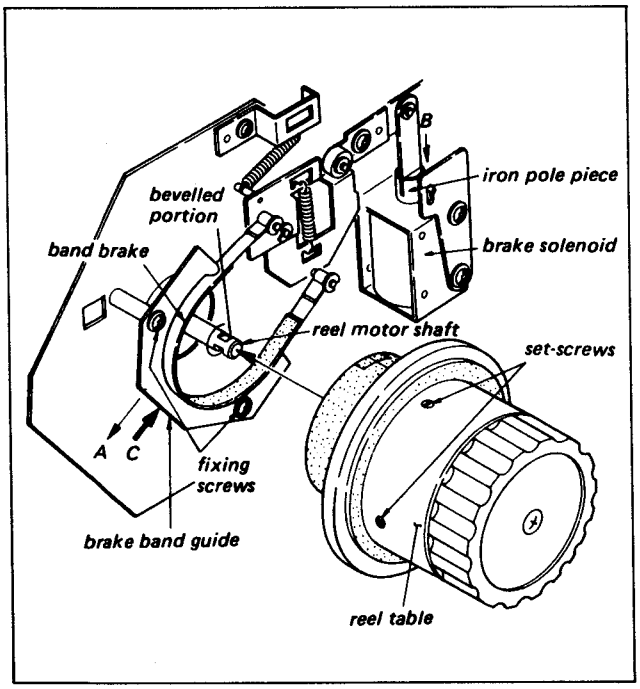

Fig. 6-3. Brake band gap adjustment
2. Turn the power off. Turn the two screws securing the Brake Band Guide 1/2 turn. Move the Brake Band Guide in the direction of "A" as far as it will go. See Fig. 6-3.
4. Push the Brake Band Guide in the direction "C" shown in Fig. 6-3 as far as it will go.